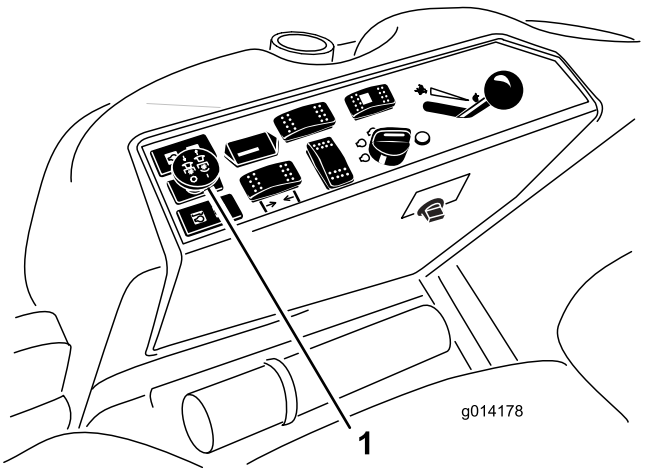

Figura 15
3. Innestate il comando della PDF alzandolo (Figura 15).